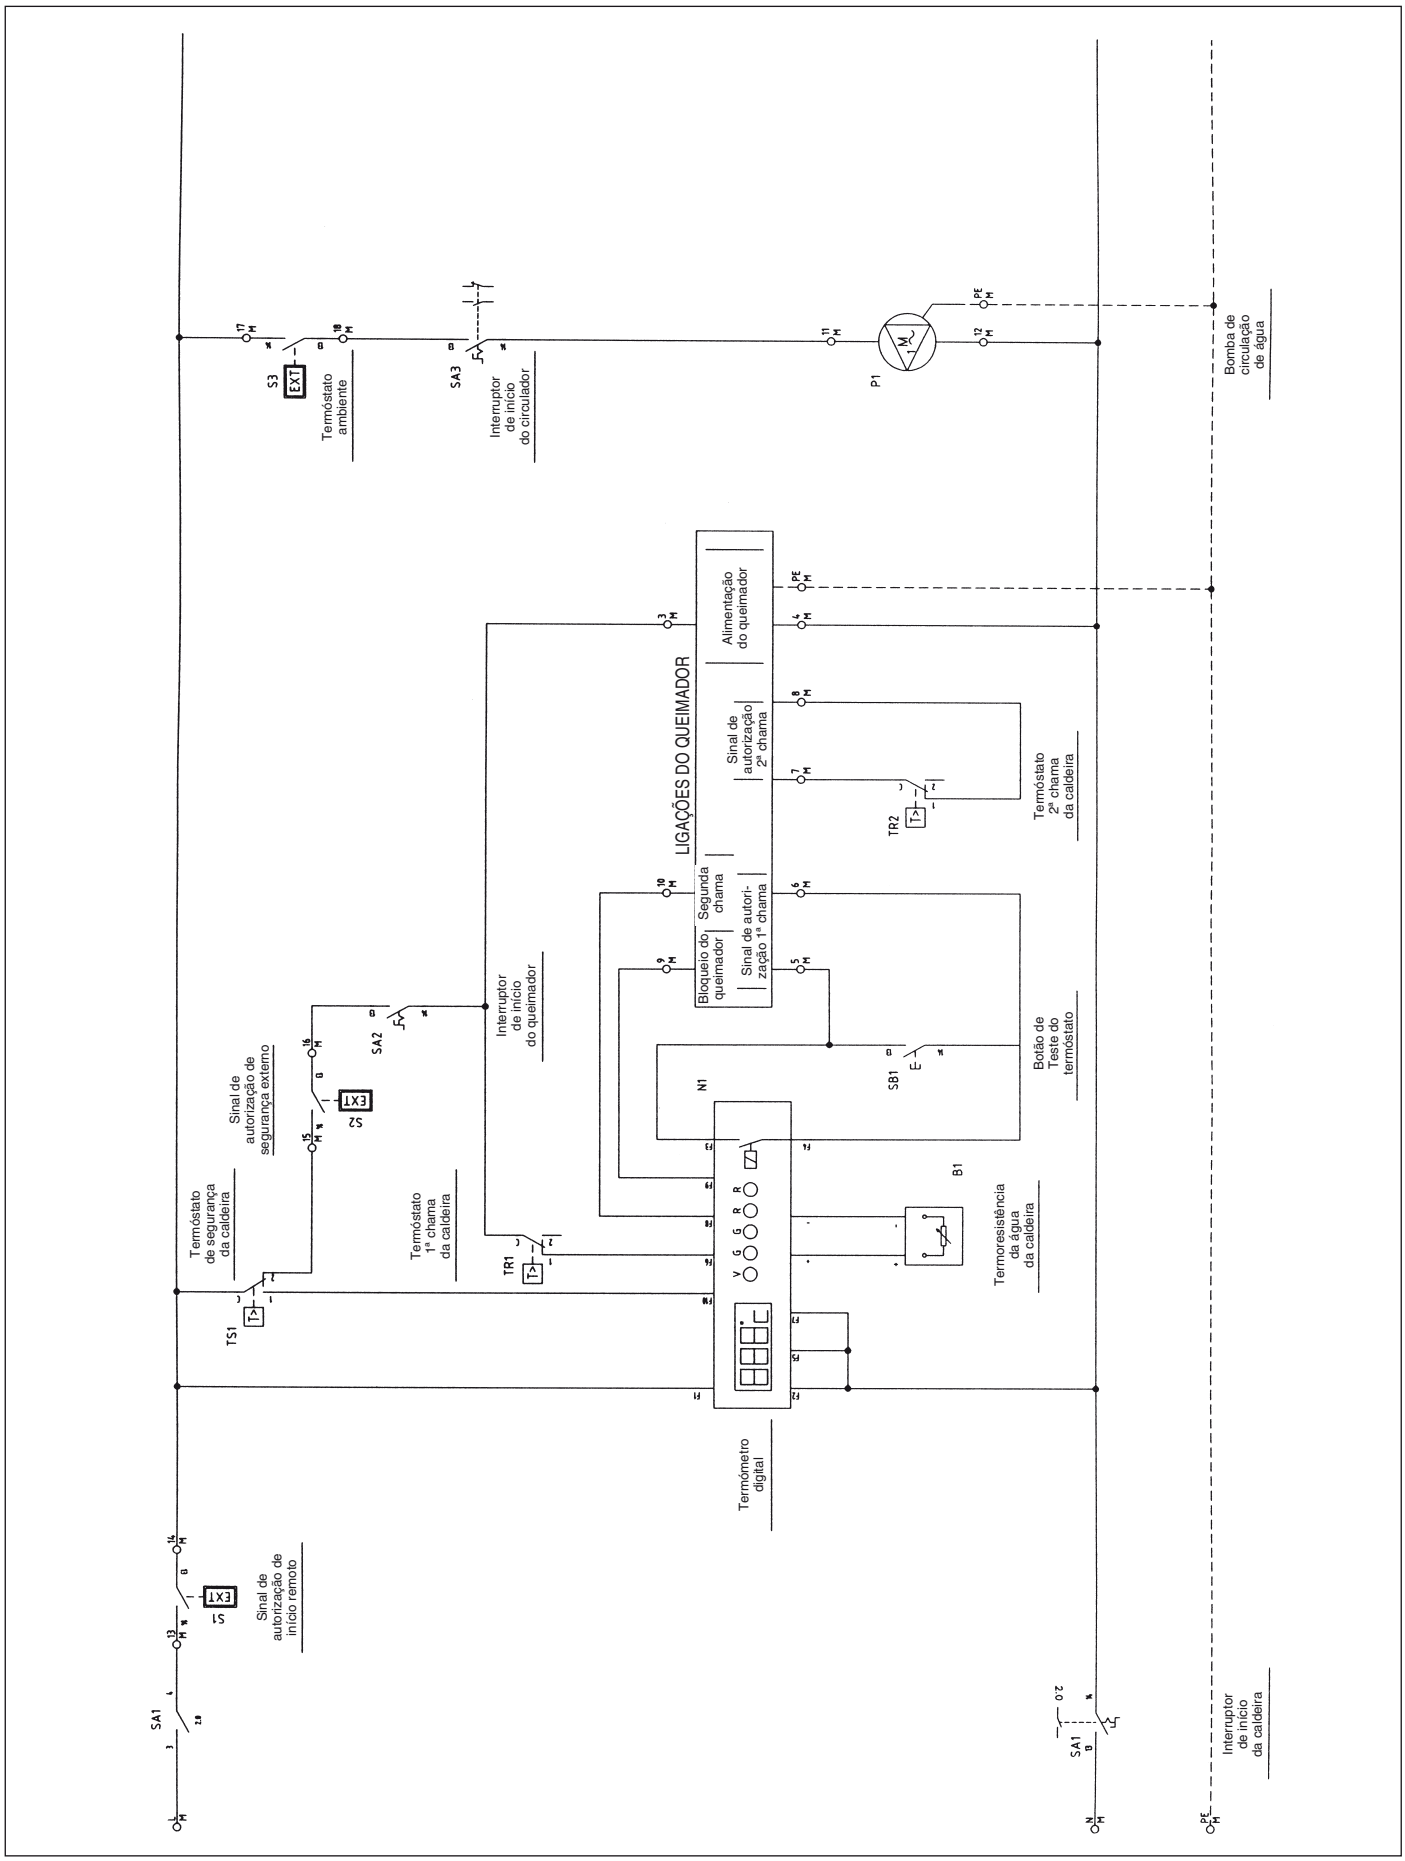

Fig. 17
6.4 Esquema eléctrico do queimador e da bomba monofásica (Fig. 17)